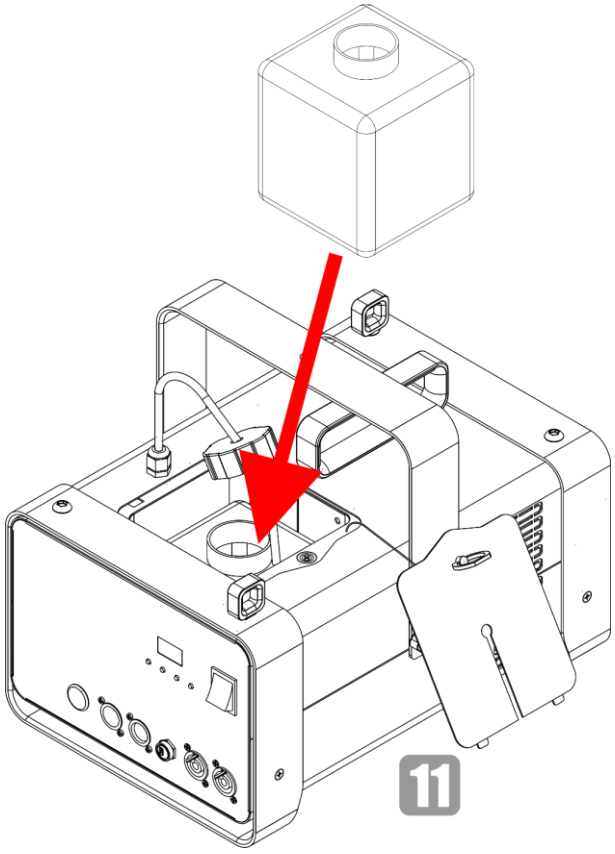

Fig. 29
11) Put the fluid tank back in the device, as shown in Fig. 29.